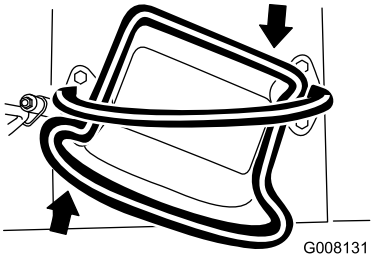

Figuur 9
- Voor een bocht naar rechts draait u de tractiebediening rechtsom (Figuur 9).